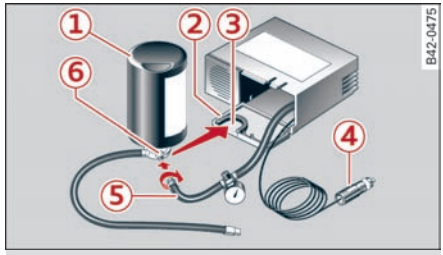
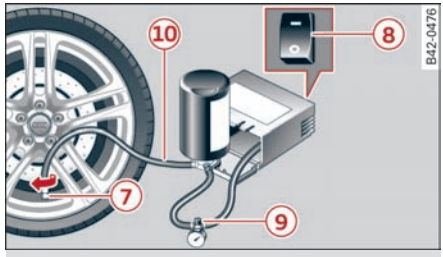

图 225 轮胎修理包的部件
图 226 轮胎修理包接口
- ▶ 打开电动充气泵的盖 ② ⇨ *图 225*。
- ▶ 从护套中取出插头 ④ 和带压力表的压力软管 ⑤。
- ▶ 把电动充气泵的压力软管 ⑤ 拧到密封胶罐 ① 的法兰 ⑥ 上。
- ▶ 把带有法兰的密封胶罐向下插入电动充气泵盖板上的凹槽 ③。
- ▶ 把充气软管 ⑩ 拧到气门 ⑦ ⇨ *图 226* 上。
- ▶ 把插头 ④ ⇨ *图 225* 插入车上的一个插座中。
- ▶ 把电动充气泵上的开关 ⑧ ⇨ *图 226* 置于位置 I。